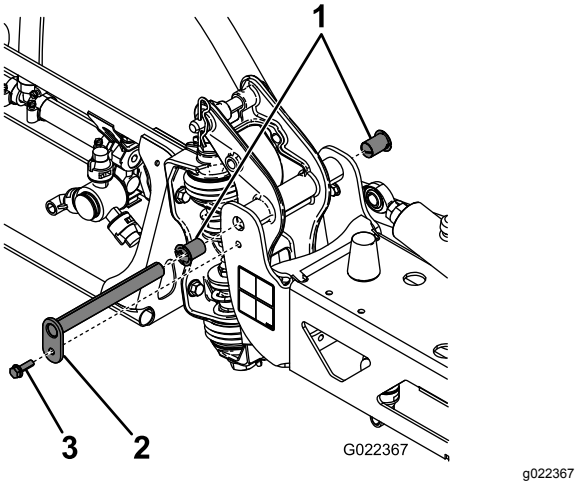

Figur 46
3. När sprutrampens vikt hålls upp tar du bort bulten och muttern som fäster svängtappen på sprutrampsenheten (Figur 46).
6. Ta bort nylonbussningarna från fram- och baksidan på tappfästet och undersök dem (Figur 46).
8. Montera sprutrampen och tappfästsenheten på mittramen, och se till att hålen kommer i höjd med varandra (Figur 46).